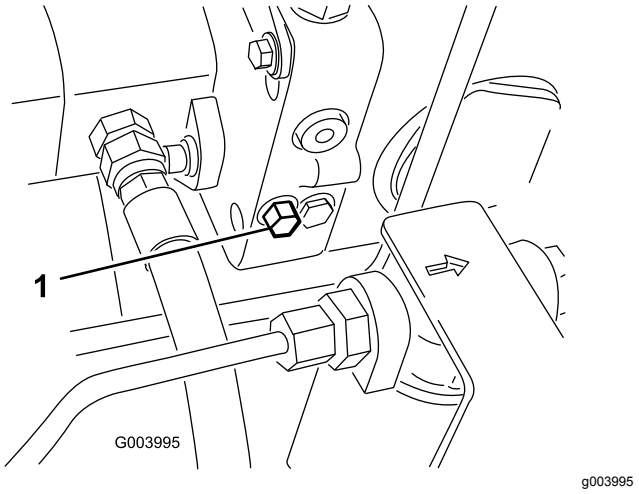

Figur 40
1. Vri omløpsbolten halvannen omdreining for å åpne den, og la oljen gå utenom internt (Figur 40).